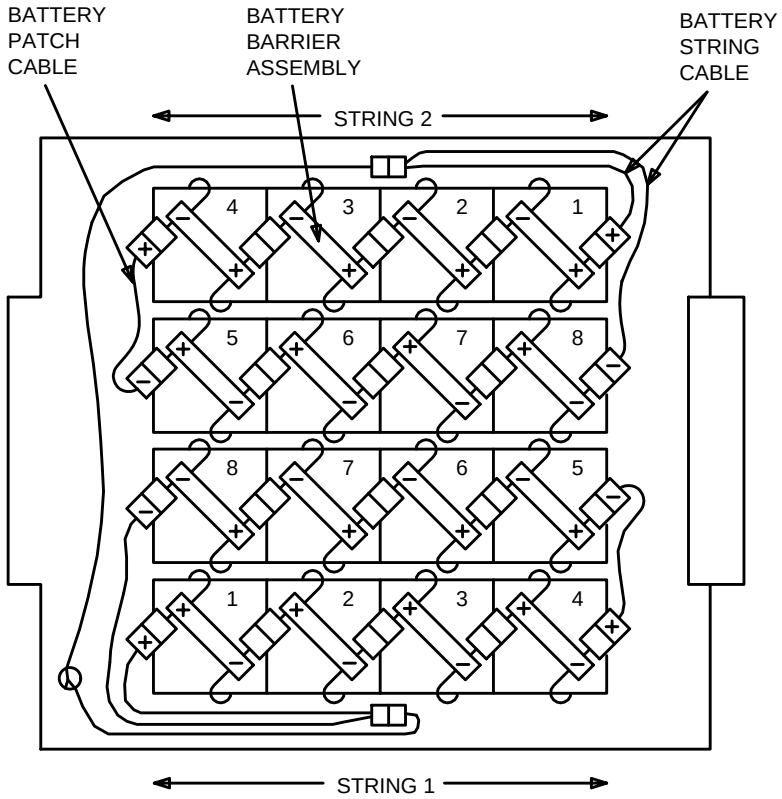

**Figure 2 – Chloride Battery String Connections and Position in 80A Cabinet**
Connect patch cord [Figure 2] to **BAT (–)** connector of battery **5**.
16. As shown in Figure 2, place batteries **5** through **8** (with cable assemblies) in battery compartment in position for battery string 1 or 2.
Connect batteries together by plugging **BAT (–)** connector from one battery into **BAT (+)** connector from next battery [Figure 2].
18. Place batteries **1** through **4** in positions shown in Figure 2.
19. Connect other end of patch cord [Figure 2] to **BAT (+)** connector of battery **4**.
Connect batteries together by plugging **BAT (–)** connector from one battery into **BAT (+)** connector from next battery [Figure 2]. Repeat for remaining batteries in battery string.